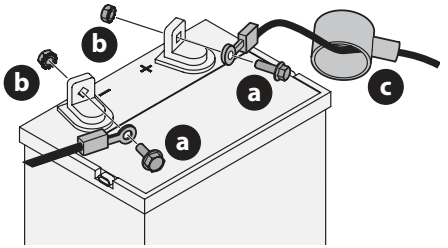

Fig. 21
1. Retire la cubierta plástica, si está presente, del borne positivo de la batería. Conecte el cable rojo al borne positivo de la batería (+) utilizando el perno (a) y la tuerca hexagonal (b) (Fig. 21).
2. Coloque el capuchón de goma rojo (c) sobre el borne positivo de la batería para protegerlo contra la corrosión (Fig. 21).
3. Retire la cubierta plástica, si está presente, del borne negativo de la batería y conecte el cable negro al borne negativo de la batería (–) utilizando el perno (a) y la tuerca hexagonal (b) (Fig. 21).